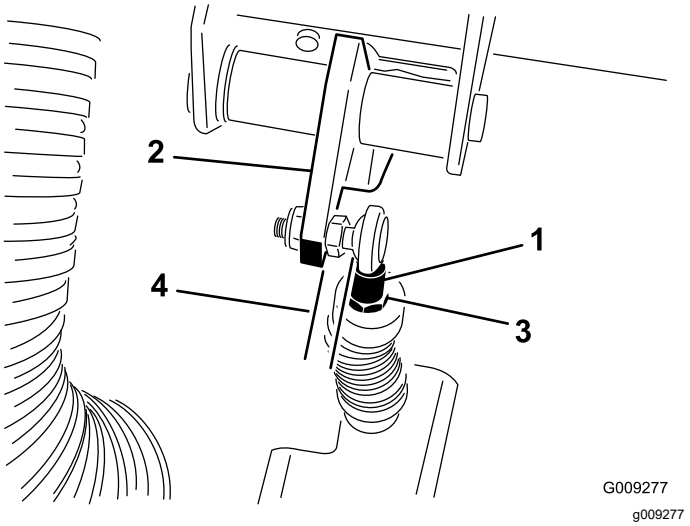

**Figuur 70**
***Belangrijk:*** **Zorg ervoor dat het stanguiteinde rechtop en niet scheef op de kogel is geplaatst en parallel met het koppelingspedaal loopt nadat de contramoer is vastgedraaid (Figuur 70).**